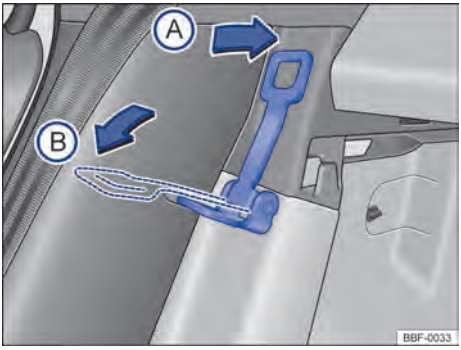

Fig. 67 Atrás do banco traseiro: alavanca para regulagem de inclinação do encosto
– **Posição** Ⓐ: colocar a alavanca → Fig. 67 no sentido da seta Ⓐ, para retornar o encosto do banco para sua posição original.
– **Posição** Ⓑ: colocar a alavanca → Fig. 67 no sentido da seta Ⓑ, para ampliar o compartimento de bagagem.
A Volkswagen indica não montar a cadeira de criança no banco traseiro na posição (B) → Fig. 67. ◁